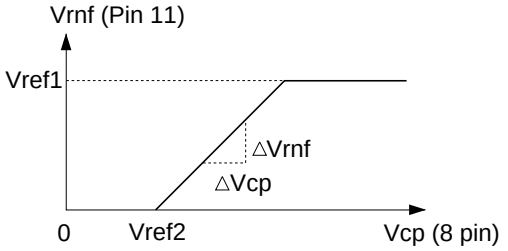

Figure 1
2. See figure 1. Gctl = ΔVrnf/ΔVcp.